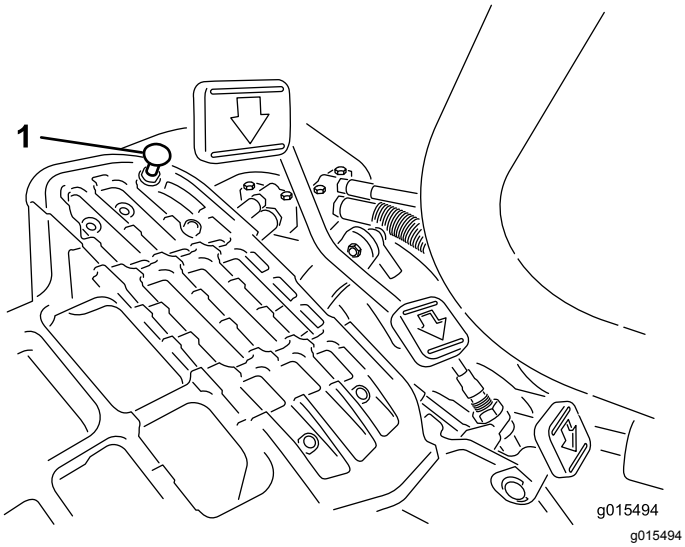

Figur 50
Tryk traktionspedalen ned. Hvis pedalen når stoppet (Figur 50), før stramning mærkes på kablet, er det nødvendigt med justering:
1. Løsn de låsemøtrikker på flangehovedet, der fastgør pedalstoppet til gulvpladen (Figur 50).